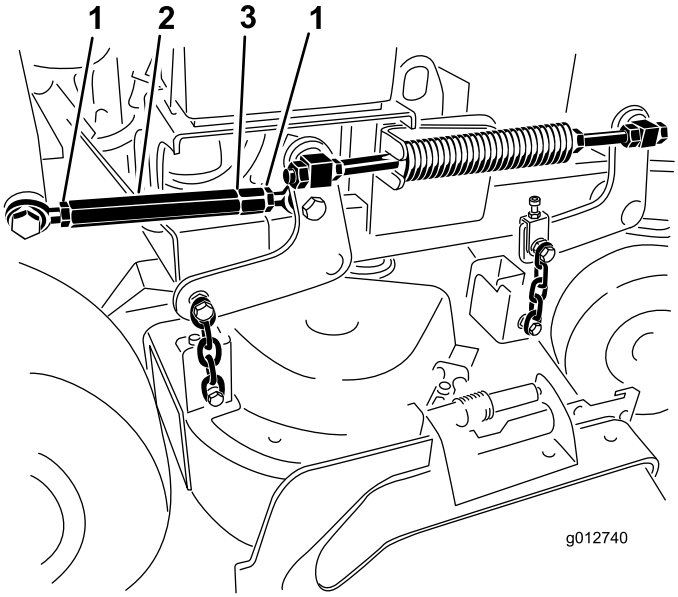

**Figur 88**
7. Løse låsemutrene i begge ender av spennmutteren (Figur 88).
**Merk:** Enden på spennmutteren med et kutt har venstregjenger (Figur 88).